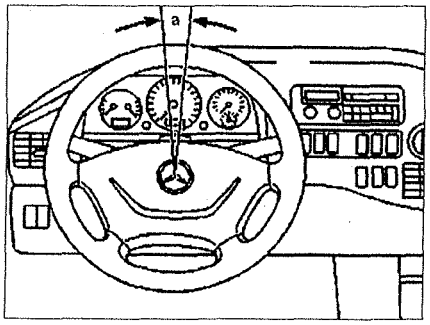

Рис. 1.35. Проверка свободного хода рулевого колеса.
5. Проверьте свободный ход **а** рулевого колеса (см.рис.1.35). Поверните рулевое колесо слева направо от начала до конца. Если свободный ход больше допустимого, проверьте свободный ход тяг рулевого управления и устраните его. Допустимый ход – 30 мм.